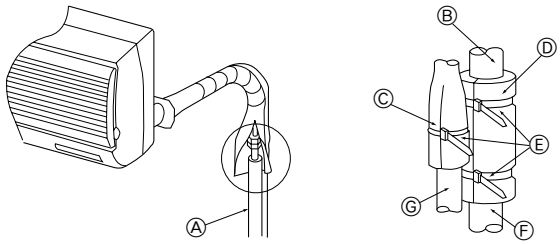

Fig. 4-4
4.3. Rohrleitungen für Kältemittel (Fig. 4-4)